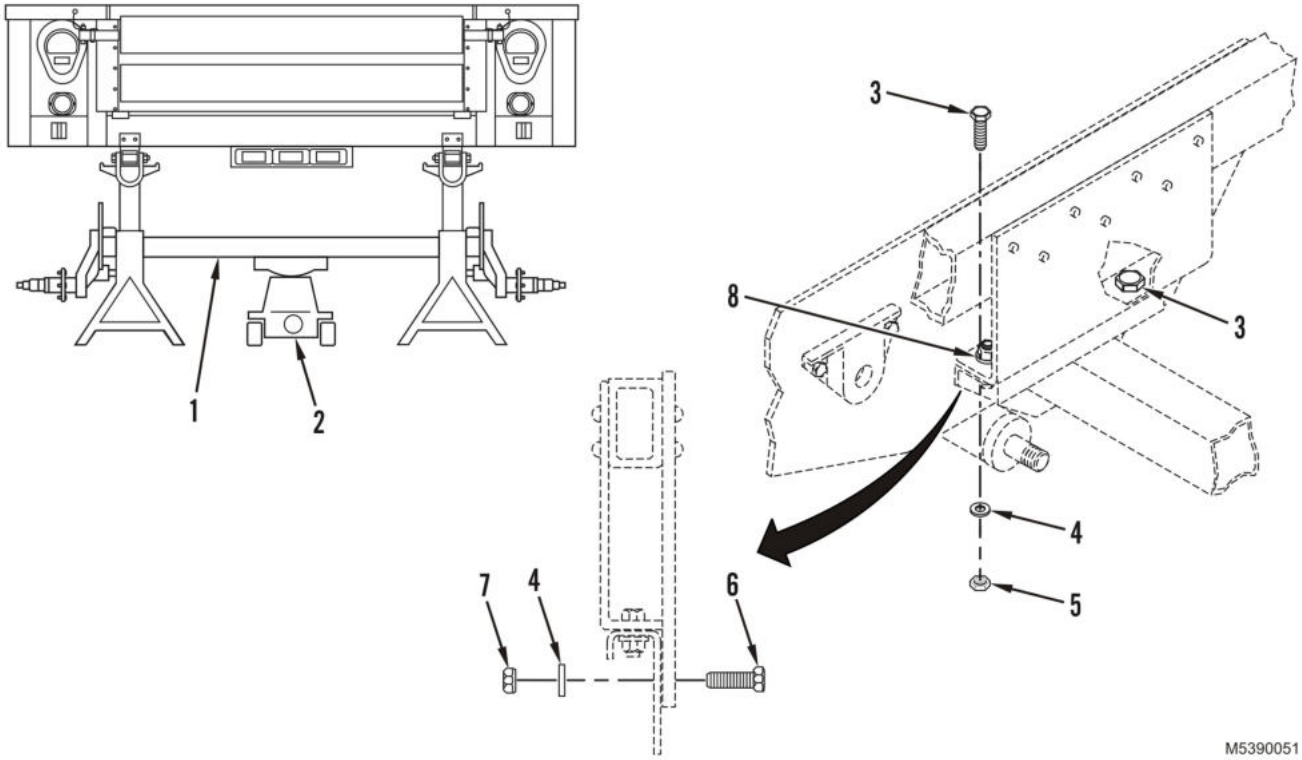

Figure 2. Axle Assembly Removal and Installation.
6. Position floor jack (Figure 2, Item 1) under rear of trailer and place jack saddle under middle of axle (Figure 2, Item 2).
7. Remove four locknuts (Figure 2, Item 5), four flat washers (Figure 2, Item 4), and four capscrews (Figure 2, Item 3) from top axle mounts. Discard locknuts.
8. Remove four locknuts (Figure 2, Item 7), four flat washers (Figure 2, Item 4), and four capscrews (Figure 2, Item 6) from side axle mounts. Discard locknuts.
9. Carefully lower axle (Figure 2, Item 1) and remove from trailer.
10. Check eight frame/axle mounting holes (Figure 2, Item 8) for damage. If damaged, notify Field Maintenance.
1. Place axle (Figure 2, Item 1) on hydraulic jack (Figure 2, Item 2) and roll jack (axle) under trailer.
2. Raise axle (Figure 2, Item 1) to frame and align eight axle mounting holes (Figure 2, Item 8).
3. Install four capscrews (Figure 2, Item 3), four flat washers (Figure 2, Item 4), and four new locknuts (Figure 2, Item 5) to top axle mounts. Tighten nuts and torque to 130 lb-ft (176 N•m).
4. Install four capscrews (Figure 2, Item 6), four flat washers (Figure 2, Item 4), and four new locknuts (Figure 2, Item 7) to side axle mounts. Tighten nuts and torque to 142 lb-ft (192 N•m).